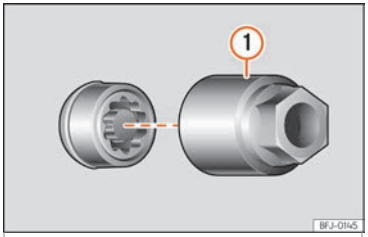

Fig. 42 Boulon antivol de roue avec capuchon et adaptateur.
- Encastrez l'adaptateur spécial ››› fig. 42 (1) (outillage de bord ››› page 49) sur le boulon de roue antivol jusqu'à la butée.